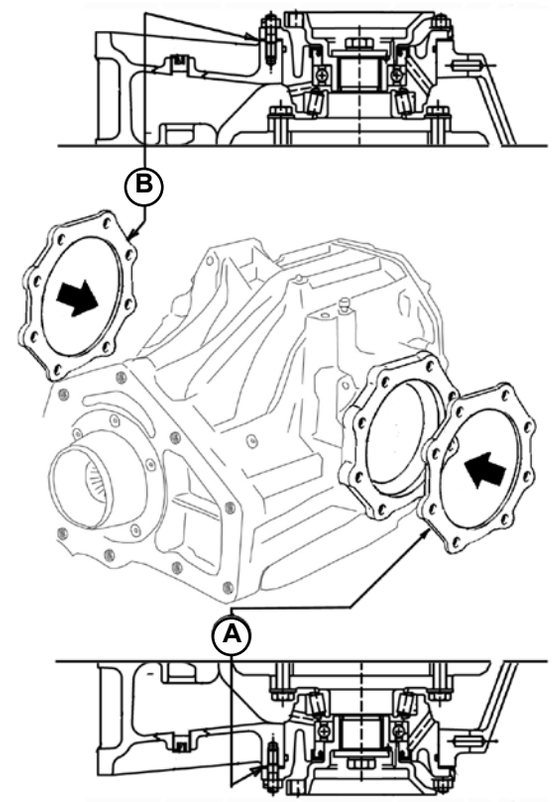

Fig.8
- to decrease the clearance → decrease shim (**B-Fig.8**) and increase shim (**A-Fig.8**) accordingly;
- to increase the clearance → increase shim (**B-Fig.8**) and decrease shim (**A-Fig.8**) accordingly.